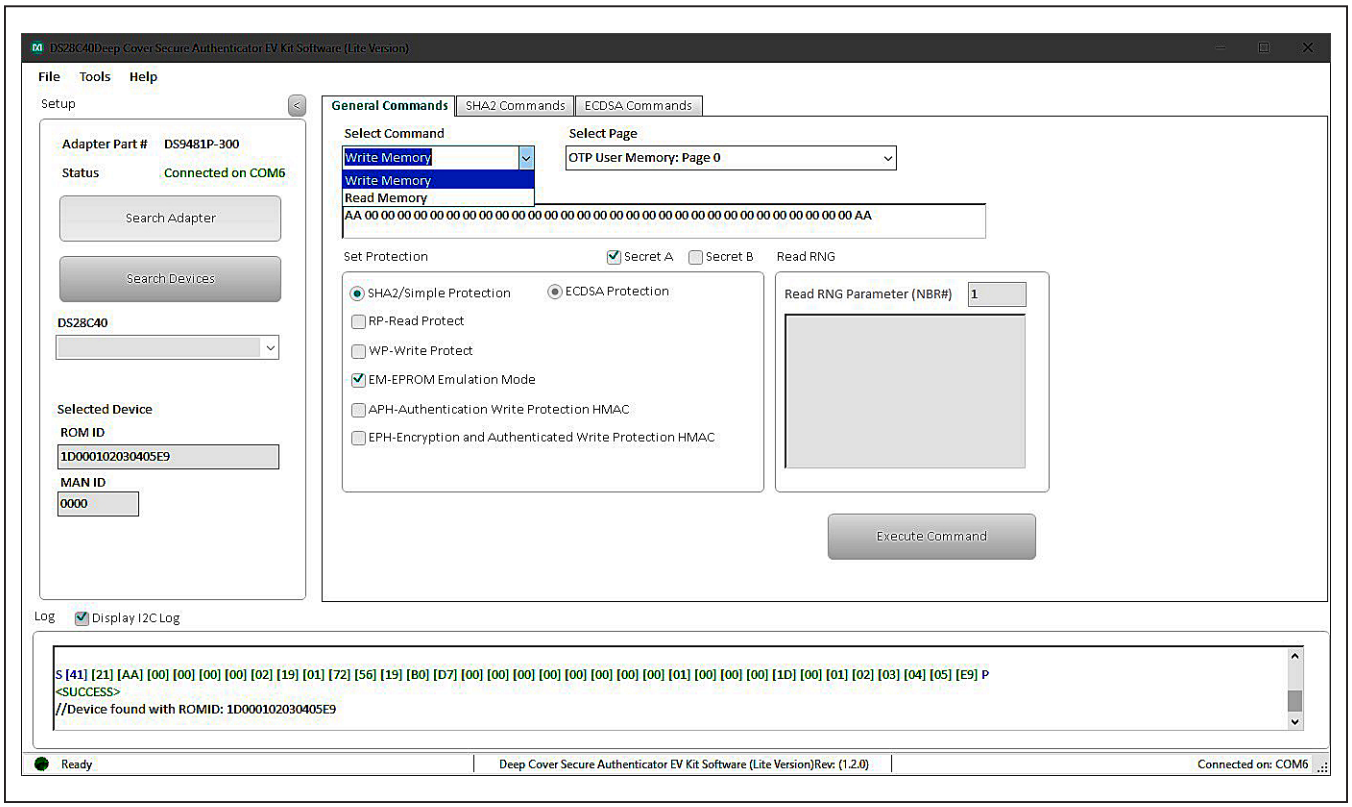

Figure 13. Selecting Command
1) Select the **General Commands** tab (Figure 13).
2) Select the **Write Memory** command from the combo box selection (Figure 13).
6) To perform a memory read, in the **General Commands** tab, select the command from the **Select Command** drop-down menu (Figure 13).
1) Under the **General Commands** tab, in the **Select Command** drop-down menu, select **Write Memory** (Figure 13).